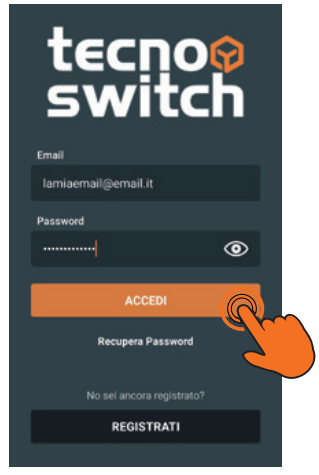

Fig.54
4. Aprire l'app e accedere con le credenziali create (Fig.54).